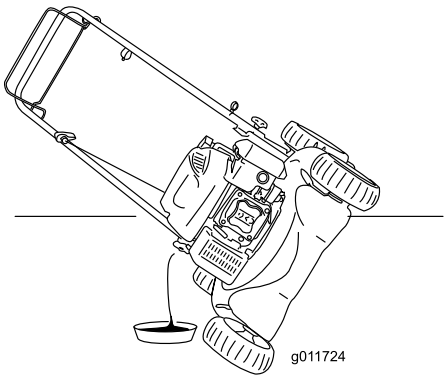

Figura 25
5. Coloque el cortacésped de lado con la varilla de aceite hacia abajo para drenar el aceite usado a través del tubo de llenado de aceite (Figura 25).